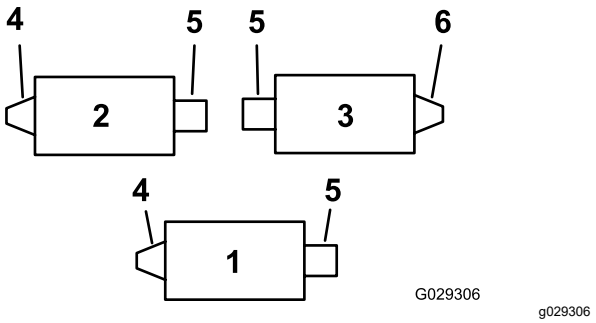
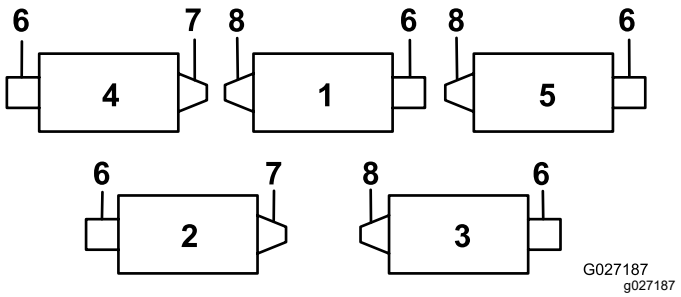
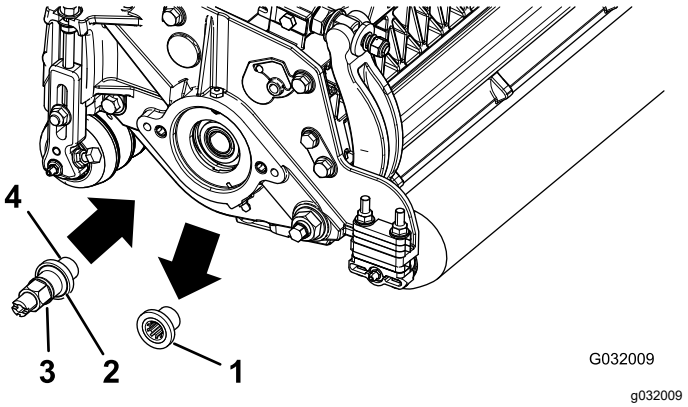
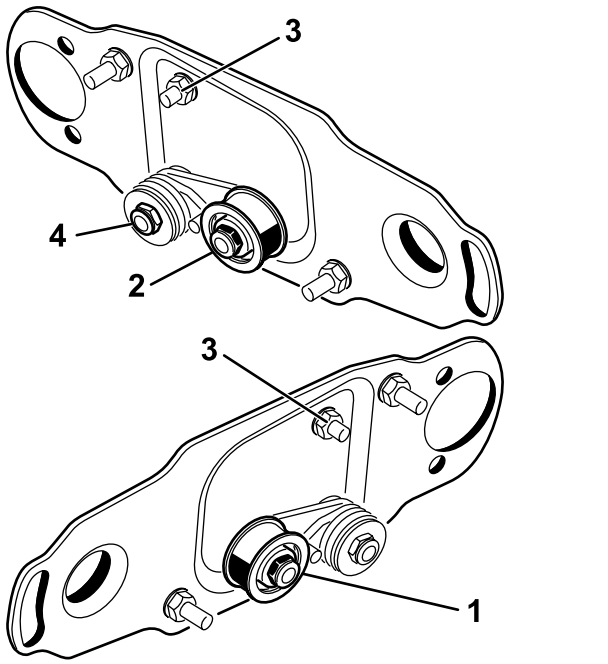

Figur 1
Figur 2
Figur 3
Figur 6
Bruk Figur 1 til å fastsette retningen for valsebørstene og spolemotorene for Reelmaster 3100-D og Figur 2 for Reelmaster 7000-D.
2. Fjern klippeenhetens gjengede innsats for den bakre valsebørstens drivenhet (Figur 1 og Figur 2), og kast den (Figur 3).
Merk: Venstreinnlegg finnes på Reelmaster 3100 klippeenhet 1 og 2 (Figur 1) og Reelmaster 7000 klippeenhet 1, 3 og 5 (Figur 2).
4. Smør litt gjengeforseglermiddel på drivakselens gjenger (Figur 3) og monter drivakselen med et dreiemoment på 115–128 Nm.
Merk: Høyre drivverk er på Reelmaster 3100 klippeenhet 3 (Figur 1) og Reelmaster 7000 klippeenheter 2 og 4 (Figur 2).
På høyre, bakre børsteaksler (Figur 1 og Figur 2), reverser lederullenheten for montering på **høyre ende** av klippeenheten (Figur 6), som følger:
1. Fjern lederullenheten fra venstre side av klippeenheten, og monter den på det nedre hullet i børsteplaten på høyre side av klippeenheten (Figur 6).
2. Fjern låseskruen og mutteren, og flytt dem til det øvre hullet der lederullenheten satt tidligere (Figur 6).